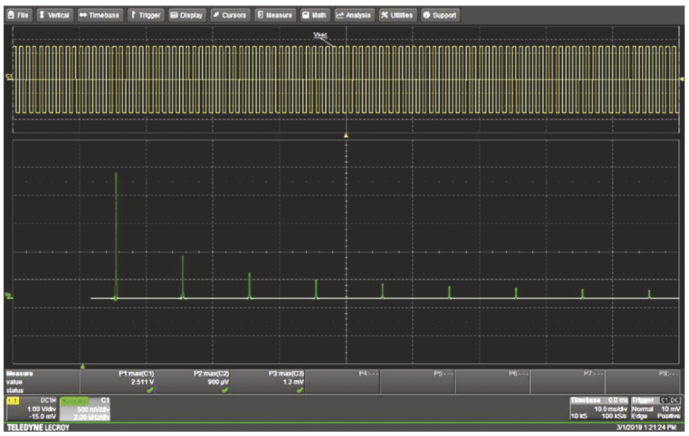

**FIGURE 2.50** (Step 31) Frequency spectrum of a square wave having 50% duty cycle.
31. **Observing the frequency spectrum of a square wave.** Continue looking at the spectrum but change from sine to square wave from the WG (Fig. 2.50). Change the frequency span to start at 0 and stop at 50 kHz. Turn on **Peaks** in the **Table** menu in **Peaks/Markers.** Again, the frequency spectrum of the square wave shows the frequency components that added together make up the square wave. You don't need to understand that now, but you will surely understand it after Chapter 4. Increase the frequency of your square wave by 0.1 kHz at a time and watch the peaks move across the screen on the spectrum analyzer. Briefly, describe what happens to the spectrum as you change the square wave frequency.